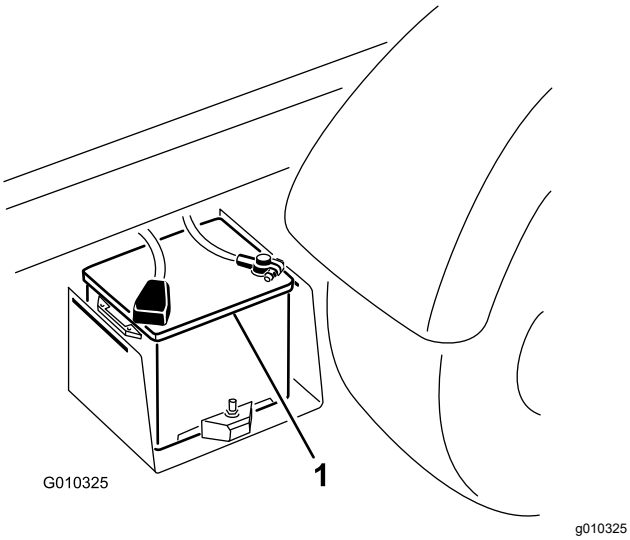

Figur 43
2. Forbind et startkabel mellem pluspolerne på de to batterier (Figur 43).